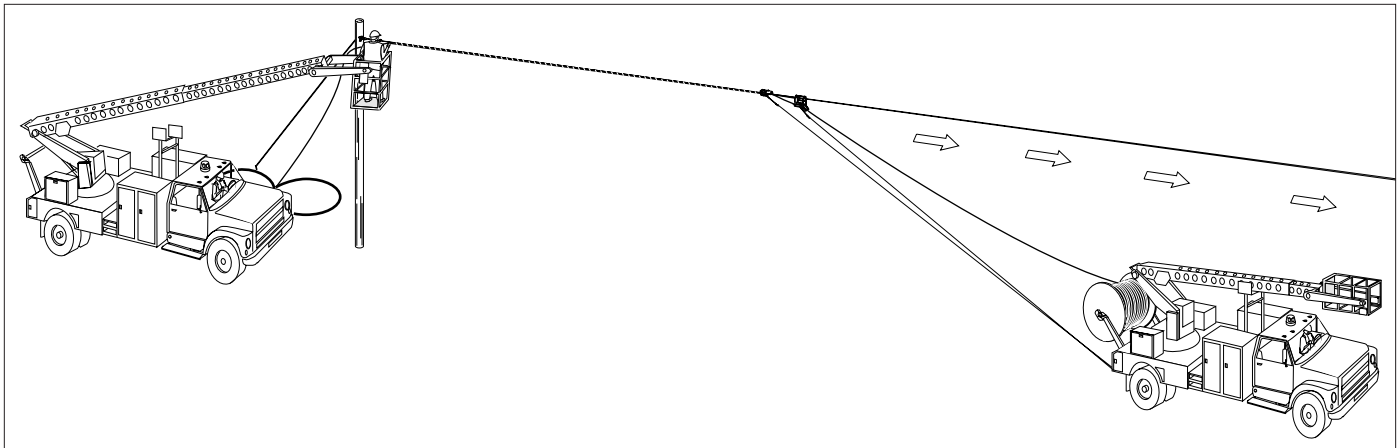

Figure 24 - Moving reel installation
a) Hold the cable end in place at the pole to prevent any movement along the strand until the lasher operation has progressed 50 feet (15 meters) down the strand (Figure 24).